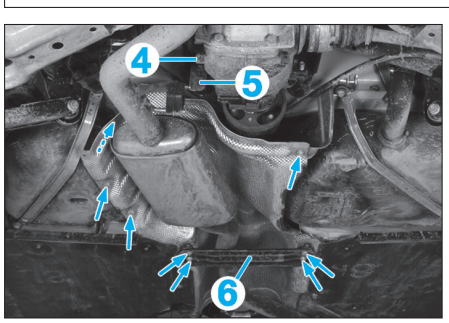

Fig. 60
• Déposer l'écrou (4), faire pivoter le support (5) du système d'échappement vers l'arrière **(Fig.60)**.
- la barre de renfort (6).